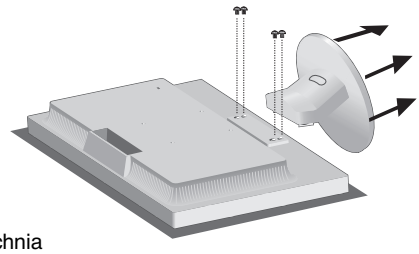

Rysunek R.2
3. Wykręcić 4 śrubki łączące monitor z podstawką i odłączyć podstawkę we wskazany sposób (**Rysunek R.2**). Monitor jest od tej pory gotowy do zamontowania w alternatywny sposób.